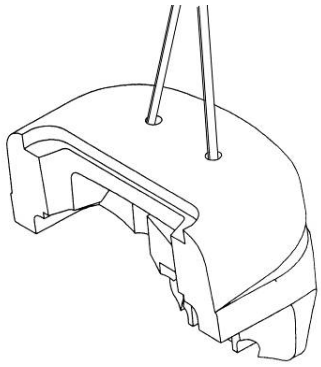

Fig. 2-75
(3) Lifting of Counterweight (Fig. 2-75)